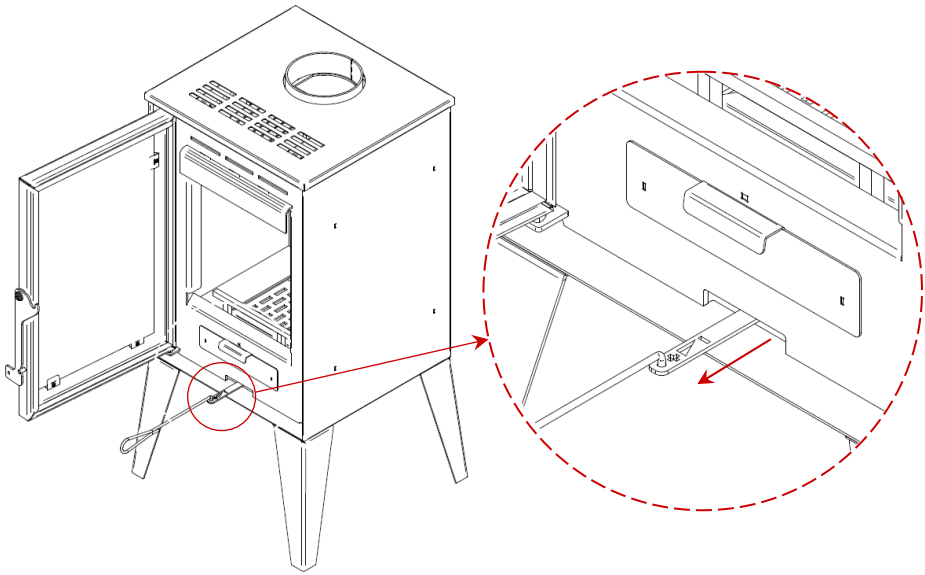

Figura 11 - Regulador de ar na posição de ar primário aberto
Na Figura 11, está indicado o regulador de ar de combustão. Este controla a quantidade de ar que entra na salamandra, controlando assim a queima do combustível.
- O ar primário deve estar aberto durante o arranque, até que a lenha esteja bem ateada, isto é, regulador todo na posição (+), Figura 11.